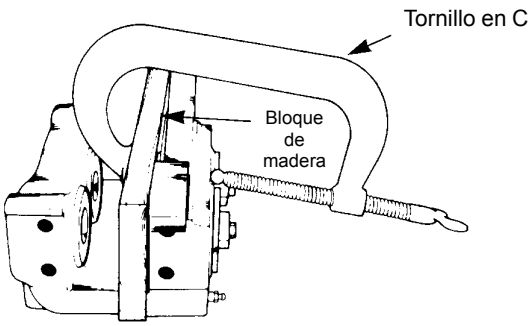

FIGURA 8-14
a. Utilice una abrazadera en C para sujetar un bloque de madera de 12.7 mm (0.5 pulg) contra los dos émbolos en el lado de montaje de la caja. Verifique que el tornillo en C no se encuentre en la zona delante de la cavidad del émbolo (Figura 8-14).